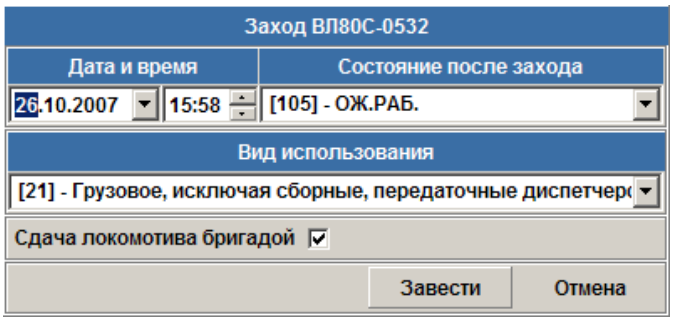

Рисунок 5.10 – Заведенный локомотив
4. Нажать кнопку «Завести» , после чего появится окно следующего вида (Рисунок 5.10):